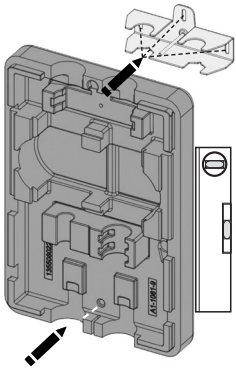

Fig. 5
5. Placer la fixation murale (6) et la partie arrière de la coquille d'isolation (7) sur le mur de façon perpendiculaire et les utiliser comme gabarit de perçage (fig. 5).
6. Marquer et percer des trous et introduire les chevilles livrées (fig. 5).